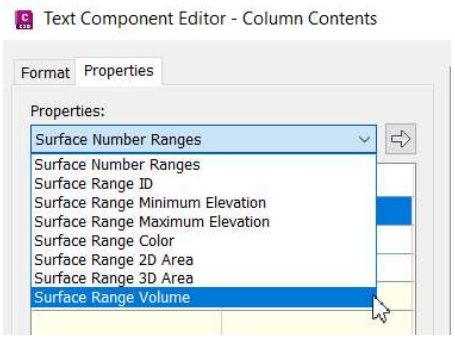

Figure 4-24 *Selecting the* ***Surface Range Volume*** *option from the* ***Properties*** *drop-down list*
15. Now, select the **Surface Range Volume** option from the **Properties** drop-down list, as shown in Figure 4-24.